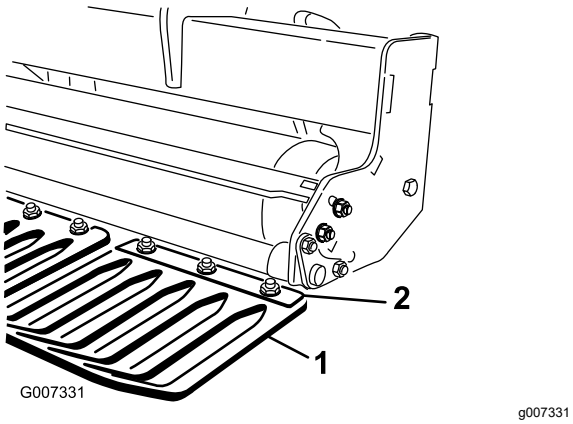

Figuur 17
1. Zet de moeren los waarmee de klemmen van de beschermvingers bevestigd zijn aan de werktuigenbalk van de beschermvingers (Figuur 17).